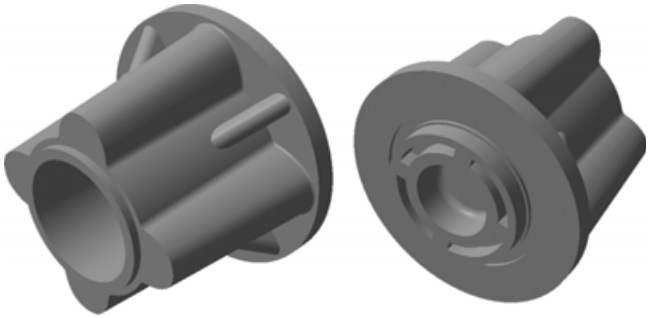

Рис. 8.125
- После этого модель должна выглядеть так, как это показано на рис. 8.125. Сохраните ее и закройте окно.